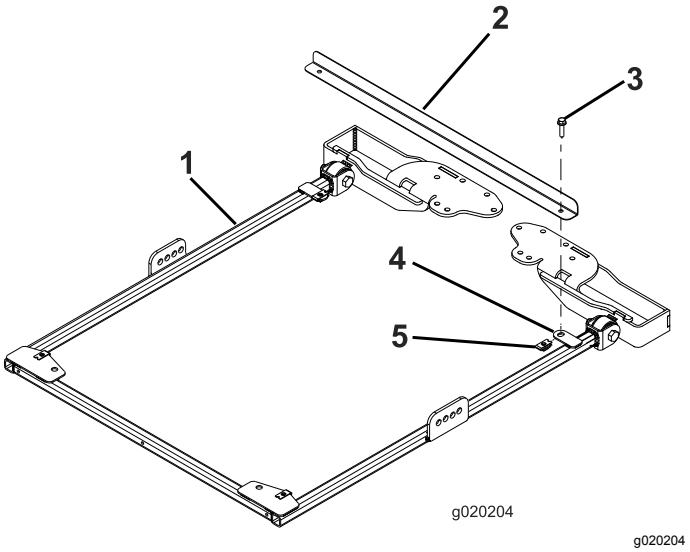

Figure 24
1. To properly align the frame, attach the frame-alignment bar to the mounting tabs on the rear of the sunshade frame with 2 flange-head bolts (5/16 x 1-1/4 inches) as shown in Figure 24.